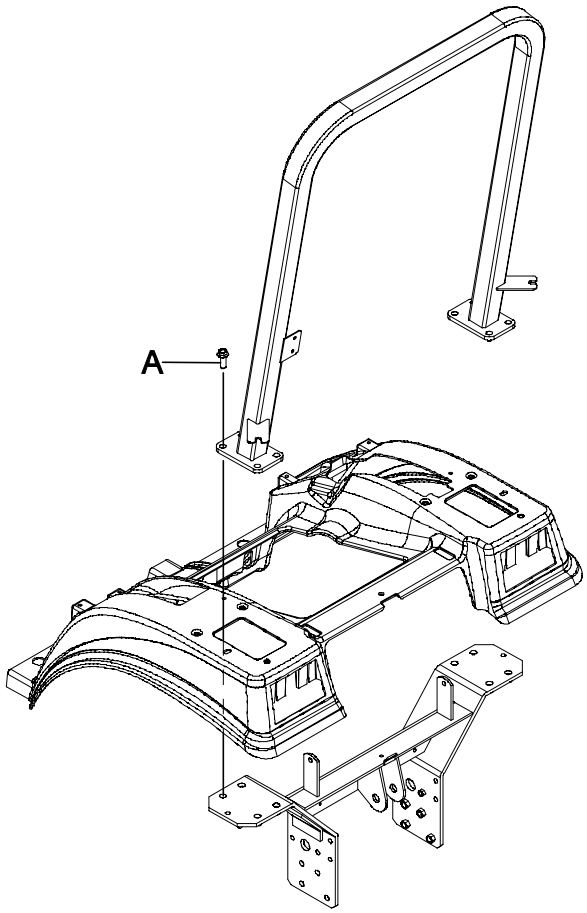

Fig. 2
3. Remove the eight (8) bolts **(Fig. 2, (A))**, four (4) per side securing the upper Roll-Over Protective Structure (ROPS) to the lower frame.